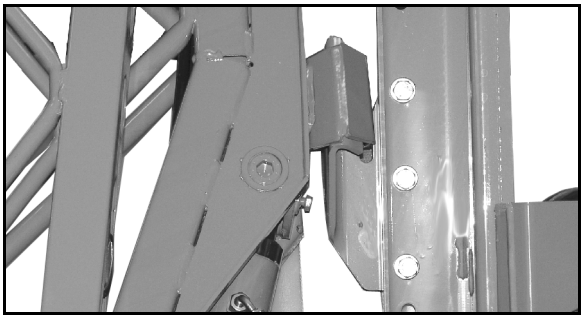

図 10
- Q-plus ブームが不意に展開するのを防ぐための移動用ロック機構 (図 10/1)